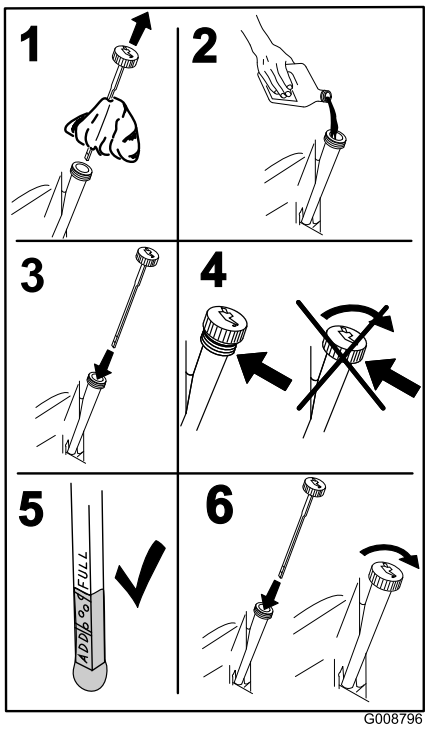

Figur 52
5. Häll långsamt ca 80 % av den angivna oljan i påfyllningsröret och tillsätt långsamt ytterligare olja tills den når markeringen **Full** (Figur 52).